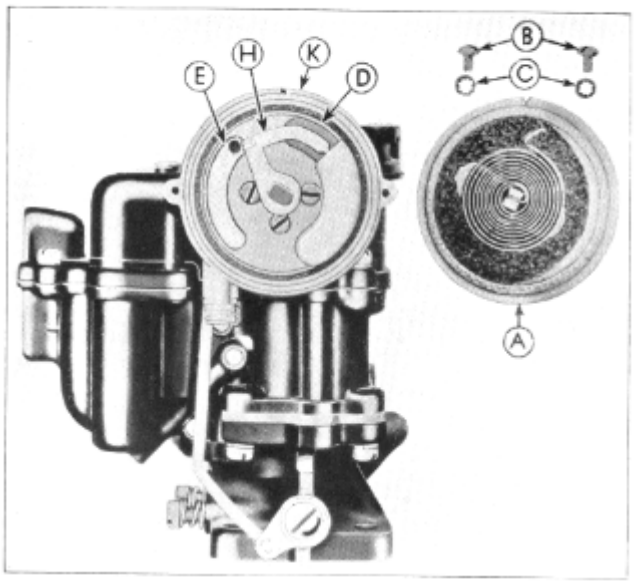

Figure 24
(67) Remove two thermostat housing attaching screws (B) and lock washers (C) and thermostatic coil and housing assembly (A) (Figure 24).
(69) Move choke piston lever (H) counterclockwise to remove choke piston (I) then remove choke piston lever and shaft assembly (H) (Figure 24).
(70) Remove three piston plate attaching screws (Figure 24).